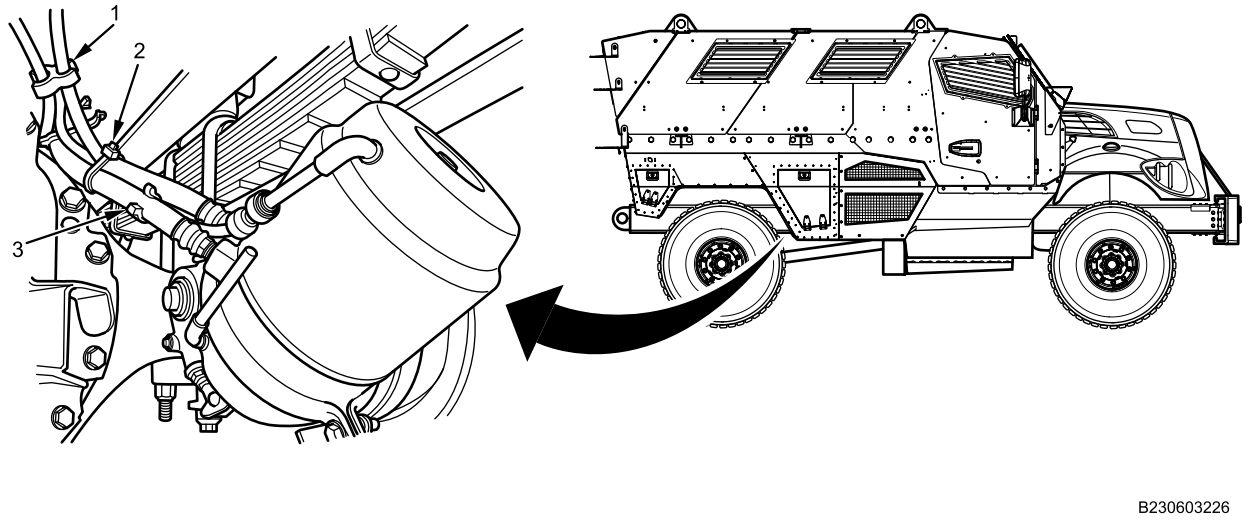

Figure 1. Rear Brake Chamber Removal.
1. Remove and discard cable lock straps (Figure 1, Item 2) that secure air hoses.
2. Remove brake hose clip (Figure 1, Item 1) from air lines.
3. Remove ABS sensor wire clip (Figure 1, Item 3) from air line.